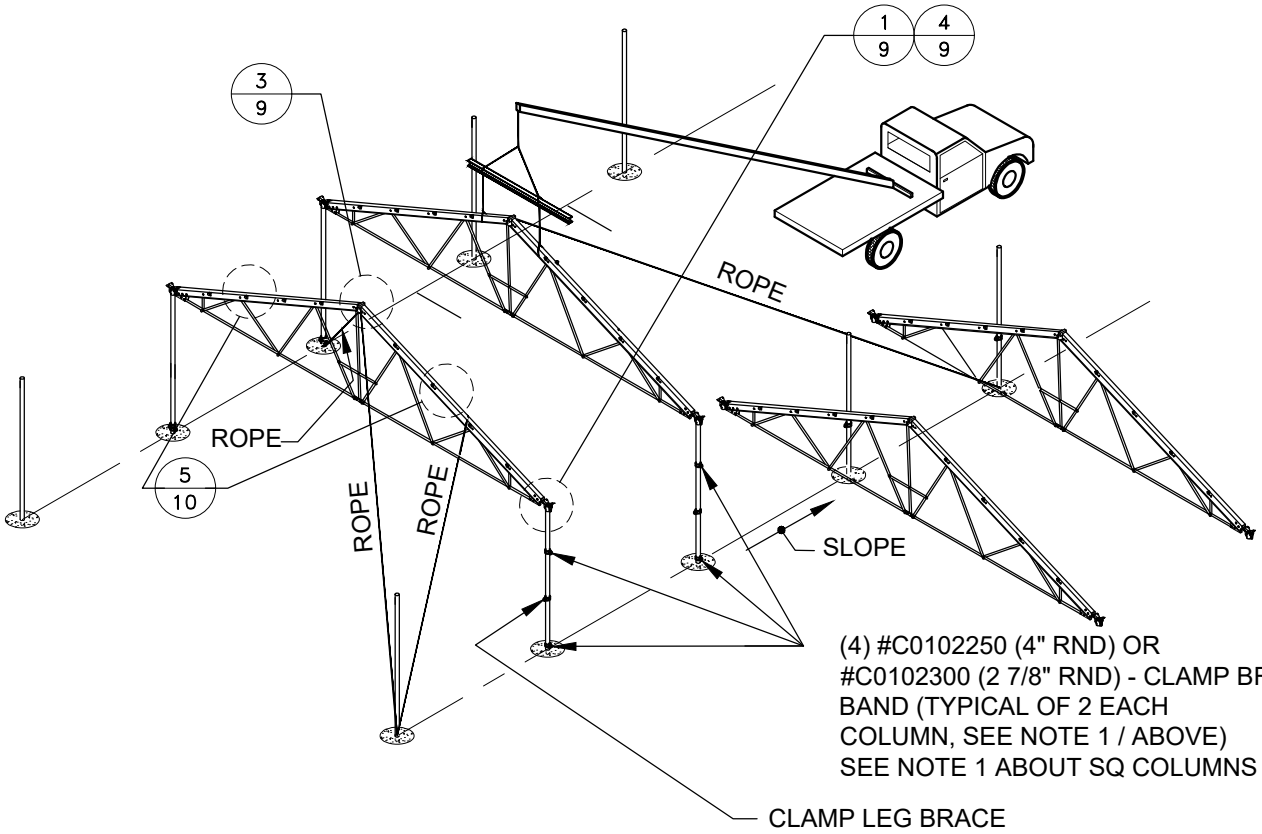

FIGURE 14
3. USE A BOOM TRUCK TO LIFT AND SET TRUSSES. LEAN ASSEMBLED TRUSSES AGAINST COLUMNS TO KEEP CENTER CLEAR FOR TRUCK. STARTING FROM THE CENTER OF EACH HOUSE AND WORKING YOUR WAY OUT TO EACH END, SET THE FIRST TRUSS ONTO THE COLUMNS. TIGHTEN BOLTS DOWN ON COLUMN CONNECTIONS AT COLUMNS (SEE FIG. 14, AND REFER TO PAGE 9, DETAIL 3).
4. BRACE TRUSS WITH ROPES OR CABLES AS SHOWN BELOW (FIG. 14). MAKE SURE TRUSS IS PLUMB AND SQUARE.
5. BEFORE SETTING 2ND TRUSS MAKE SURE EYE BOLTS ARE IN THE PROPER LOCATIONS AND FACING IN THE PROPER DIRECTIONS (SEE FIG. 14, AND REFER TO PAGES 9, DETAIL 3B AND 10, DETAIL 5B).
6. SET 2ND TRUSS HIGH END OF BUILDING FOUNDATION WITH EYE BOLTS FACING OUT OF BUILDING (TYPICAL FOR HIGH AND LOW ENDS OF BUILDING FOUNDATION). TIGHTEN BOLTS DOWN ON COLUMN CONNECTIONS AT COLUMNS (SEE FIG. 14 BELOW, AND REFER TO PAGE 9, DETAIL 3).